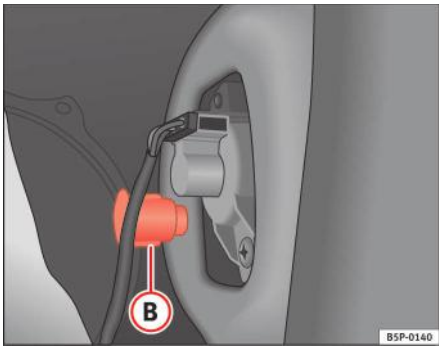

Fig. 191 Lămpile de poziție laterale şi cele de frână
– Deşurubați dispozitivul de plastic ⇒ fig. 191 (B) ce asigură lampa spate. Puteți slăbi dispozitivul de fixare introducând o şurubelniță sub acesta.